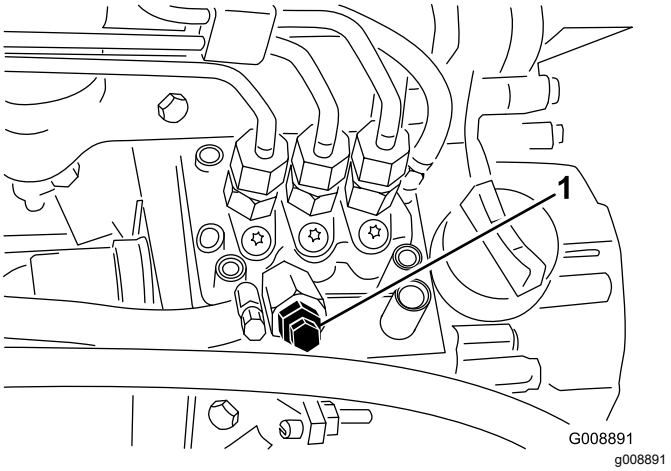

Figur 46
4. Öppna avluftarskruven på bränsleinsprutningspumpen (Figur 46).